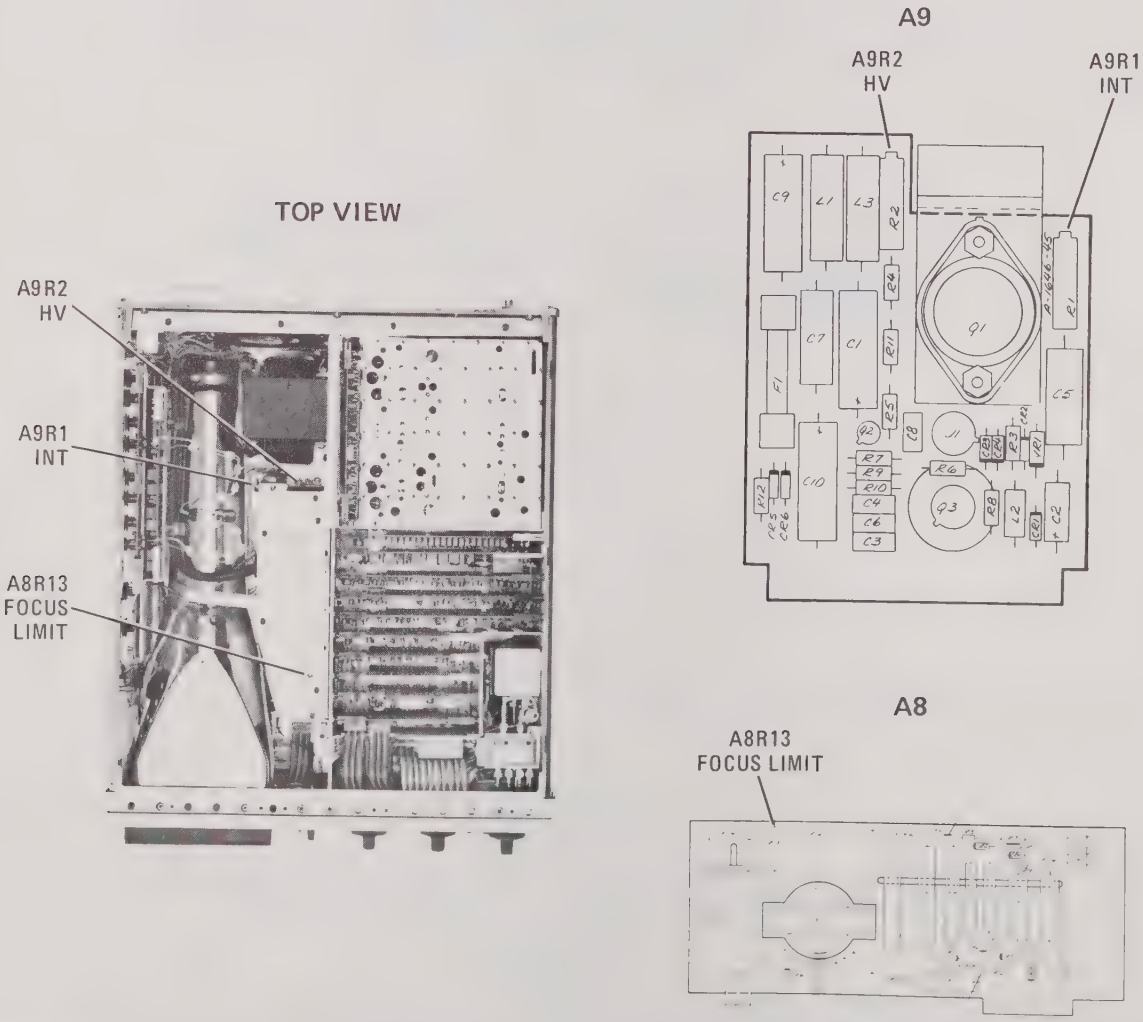

Figure 5-4. High Voltage Power Supply and Oscillator Driver Adjustment Locations
e. Adjust A9R2 HV (Figure 5-4) for a reading equal to the calibration factor, calculated in step c-4, times −3000 volts.
h. With front panel FOCUS control set to midrange, adjust A8R13 FOCUS LIMIT (Figure 5-4) and front panel ASTIG (A3R1) for a sharply focused round spot.
l. Adjust A9R1 INT (Figure 5-4) for an 8 volts peak-to-peak signal at ~~A8TP1~~.